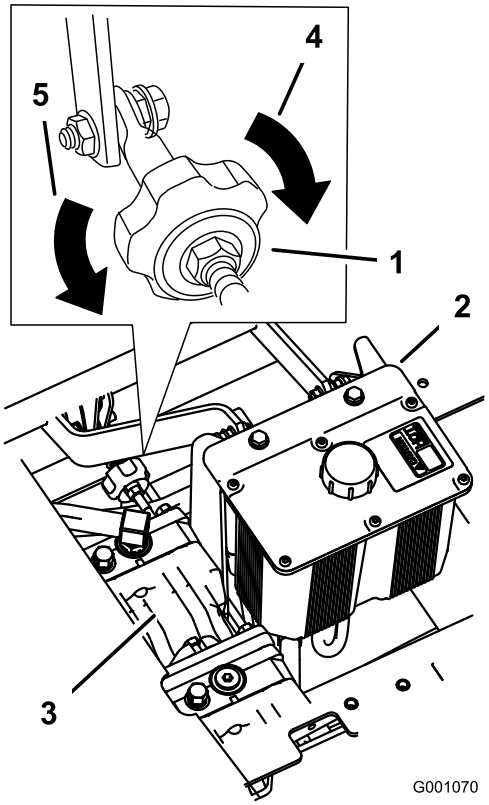

Figur 78
2. Ställ in pumpstavslängden genom att vrida ratten i lämplig riktning tills hjulet står stilla eller långsamt kryper bakåt (Figur 78).